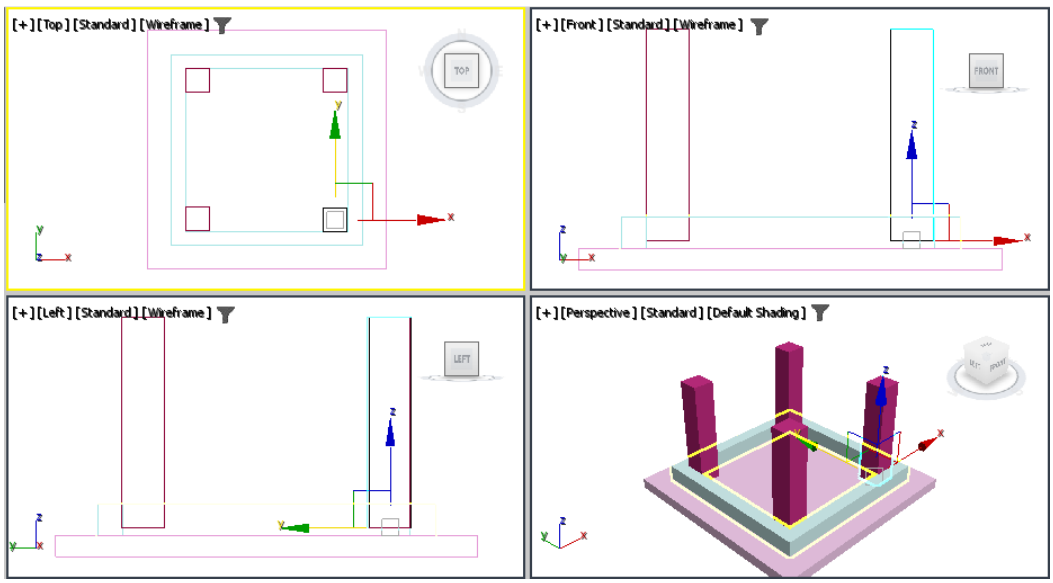

Figure 5-7 *The four legs of the table created and aligned to their correct places*
6. Similarly, create a copy of *Leg03*. Next, name it as **Leg04** and place it at the lower-right corner of *Frame*; the four legs of table are created and aligned, as shown in Figure 5-7.